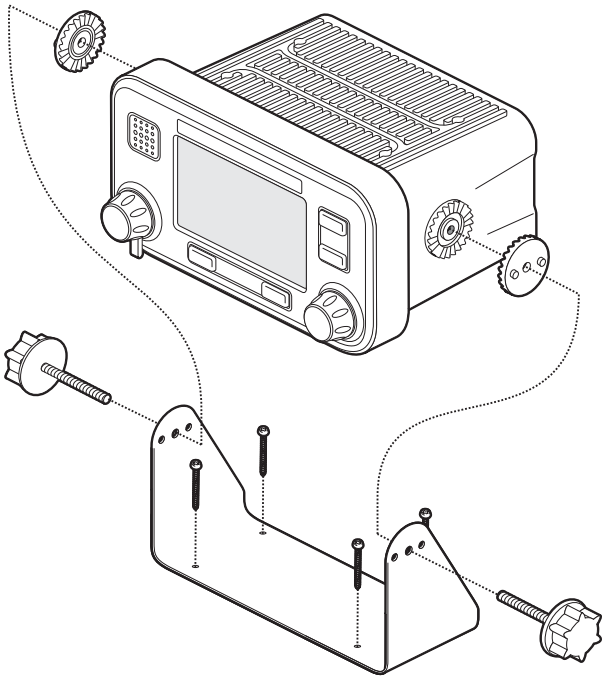

Ilustración 35 Montaje del transceptor AIS
- El transceptor incluye cuatro tornillos autorroscantes para la fijación del transceptor AIS a una superficie adecuada mediante la brida. Consulte la Ilustración 35 para que le sirva de orientación.